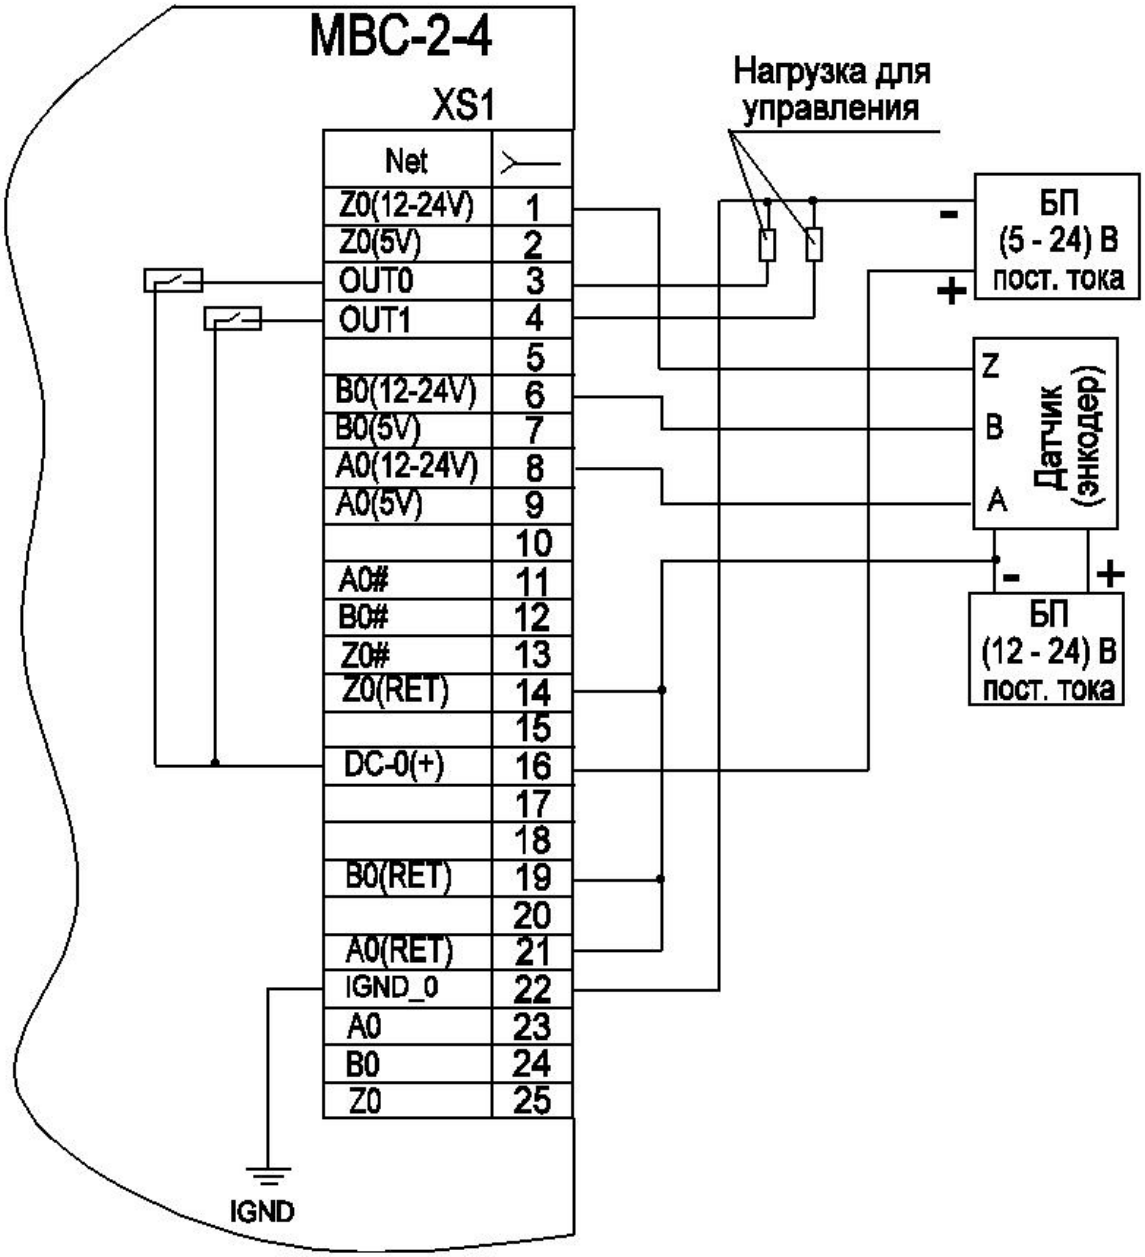

Рисунок 2.3 – Схема подключения датчиков с выходом «Push-Pull» (12 - 24) В
1.4.16 МВС имеет четыре выхода КУ (см. рисунок 2.3), которые изолированы попарно (OUT0 и OUT1 на разъёме XS1) и (OUT2 и OUT3 на разъёме XS2). К каждой выходной паре КУ необходимо подключить внешний источник питания постоянного тока. Рекомендуемое значение напряжения зависит от нагрузки (обычно от 5 до 24 В). Выходы управляются МВС аппаратно под нагрузку постоянного тока до 1,5 А. Соответствующий выход включается/выключается при достижении определяемого пользователем значения счётчика. Каждому счётчику можно назначить до двух выходов КУ. Однако, выход может быть назначен счётчику только один раз, невозможно использовать один и тот же выход с двумя разными счётчиками.
На рисунке 2.2 показано подключение энкодера по цепям с входным напряжением 5 В. На контакты, имеющие в составе обозначение «(12-24V)», подключаются энкодеры соответствующего питающего напряжения (см. рисунок 2.3). Также в этом случае используются блоки питания для энкодера и нагрузки соответствующего номинала (от 12 до 24 В). К разъёмам XS1 и XS2 модуля можно подключать датчики разных типов, т.к. каналы, которые формируются на разъёмах МВС, полностью независимы друг от друга. На рисунке 2.4 представлена схемы подключения для энкодеров с выходом «Line Driver».